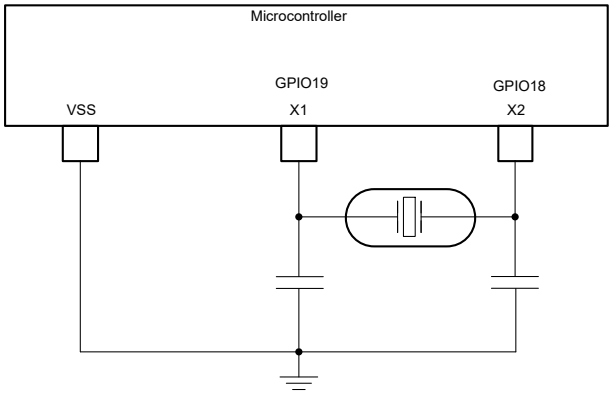

図 6-12. 外部水晶振動子
- 外部水晶振動子。図 6-12 に示すように、X1 と X2 の間に水晶振動子を接続して、さらに負荷コンデンサを VSS に接続する必要があります。